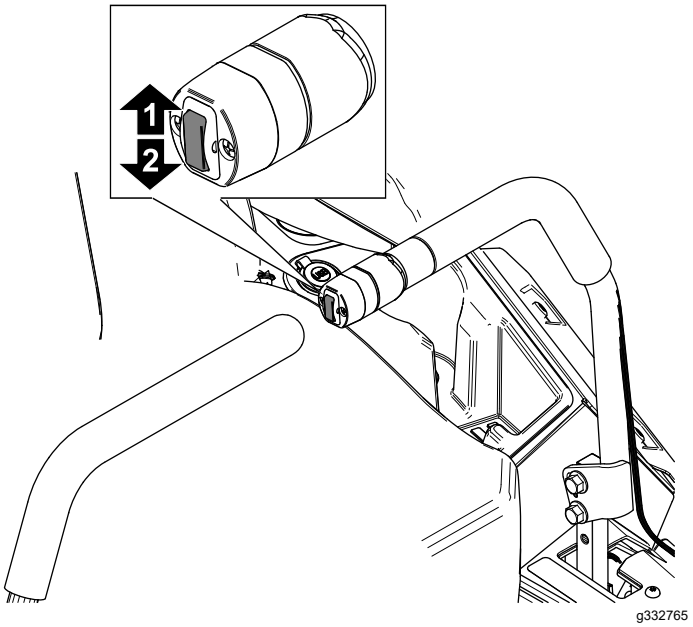

Bild 30
1. Drücken Sie den Mähwerkhubschalter nach oben (Bild 30).